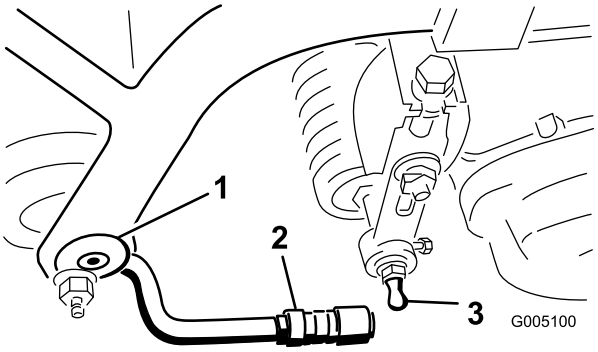

Figur 7
2. Montera en kultapp i varje ände av klippenheternas främre rulle (Figur 7).
4. Skjut hylsan bakåt på kulleden och vrid dragarmen nedåt så att hylsbeslaget kan föras över kultappen. Släpp hylsan så att den glider över tappen och låser ihop enheterna (Figur 7).